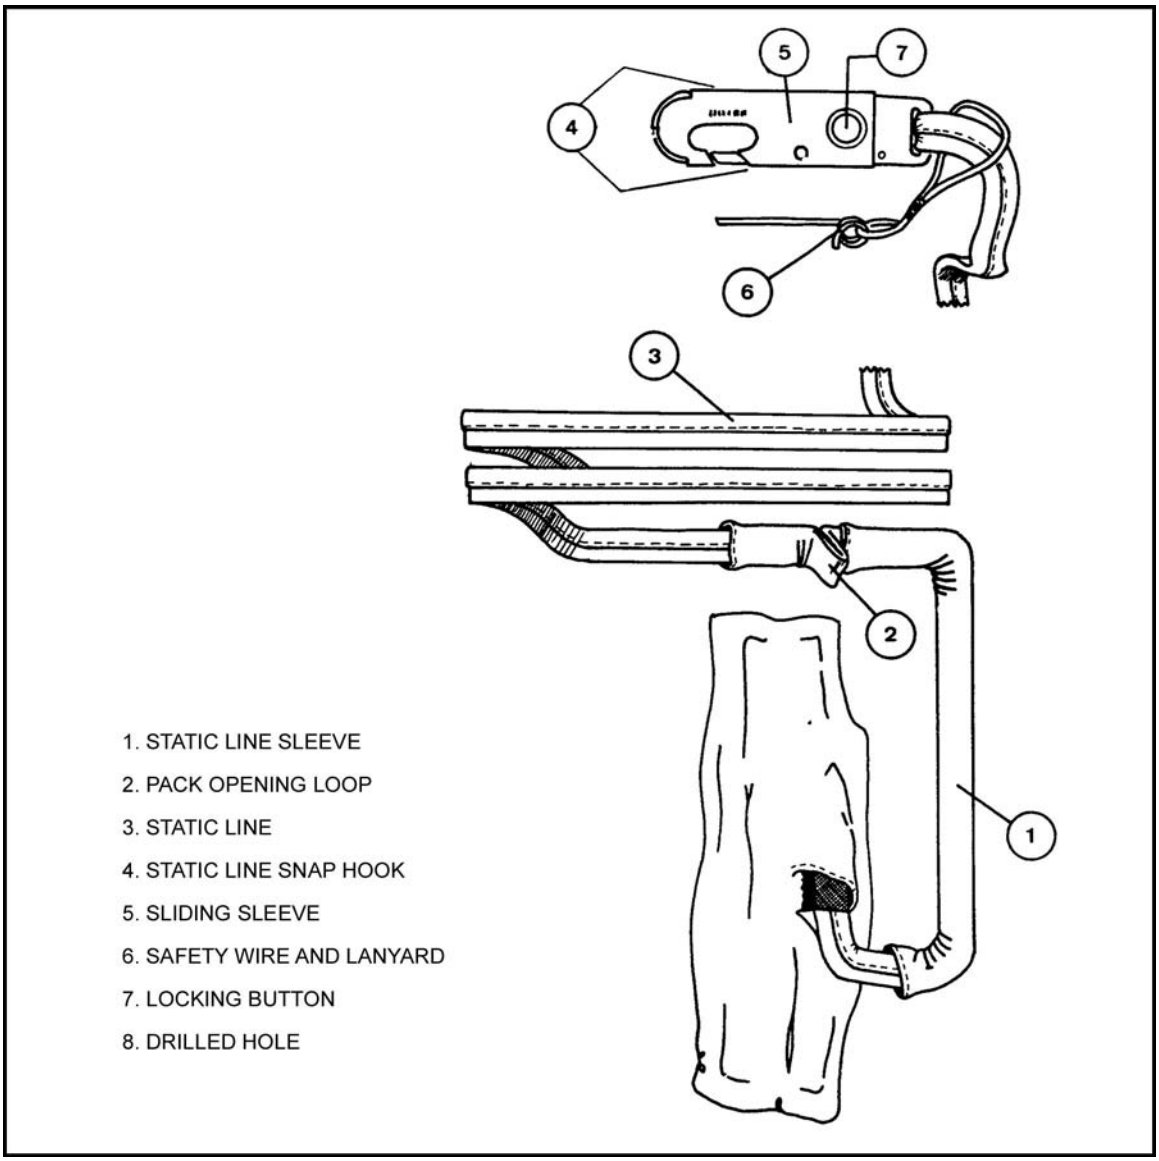

Figure 2-2. Static line and nomenclature.
b. **Static Line Assembly**. The static line (Figure 2-2) consists of the following: